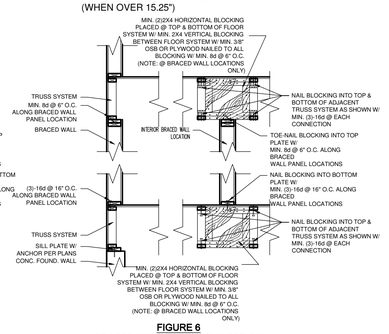

FIGURE 6
9. **NOTE:** NOTES 7 & 8 ABOVE APPLY TO PERPENDICULAR FRAMING, WHEN PARALLEL FLOORS/ROOF SYSTEMS ARE PRESENT, THE FLOOR/ROOF SYSTEM IS TO HAVE BLOCKING MATERIAL ALLOWING FOR NAILING OF BRACED WALL PANEL INTO SYSTEM ABOVE/BELOW SAID WALL (FIGURE 6).